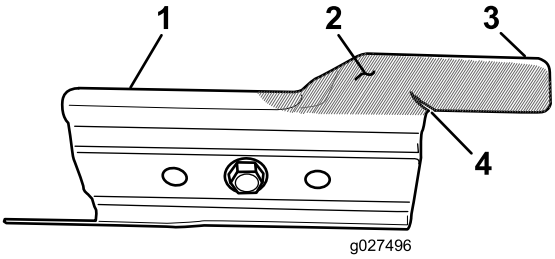

Figuur 29
Controleer het gaspedaal zorgvuldig op overmatige slijtage (Figuur 29). Omdat het metaal kan wegslijten door zand en schurend materiaal (vooral in de zone getoond als item 2 in Figuur 29), dient u het gaspedaal te controleren voordat u de machine gebruikt. Indien u vaststelt dat een lip op het gaspedaal is afgesleten tot een scherpe rand of als er een scheur is, dient u het gaspedaal te vervangen; zie Het maaimes verwijderen (bladz. 23).